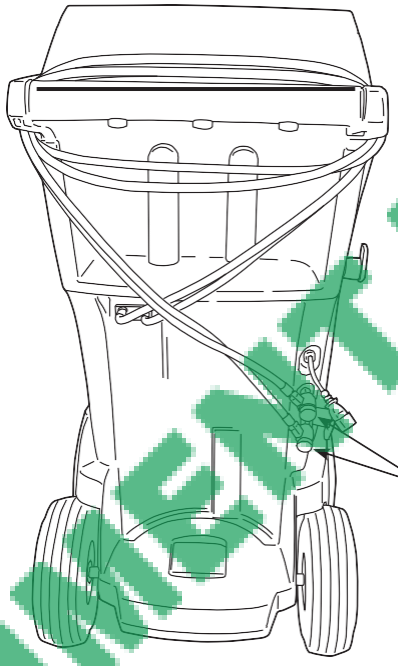

Рисунок 16
2. Дважды обернуть шланги для обслуживания вокруг ручки и подсоединить их к патрубкам для хранения. См. рисунок 16.